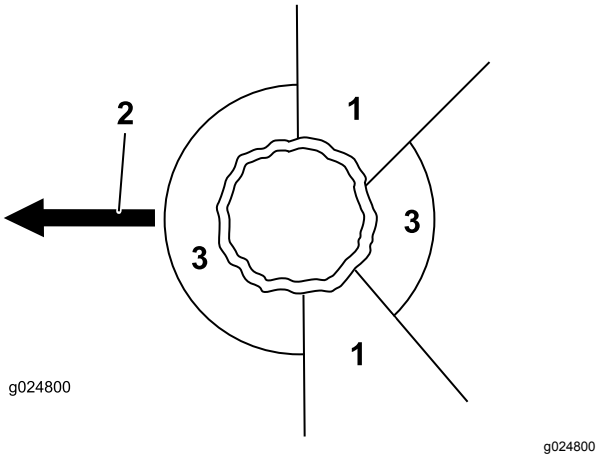

Figure 14
2. Prévoyez une voie de repli dégagée et sûre à partir de la zone dangereuse; voir Figure 14.